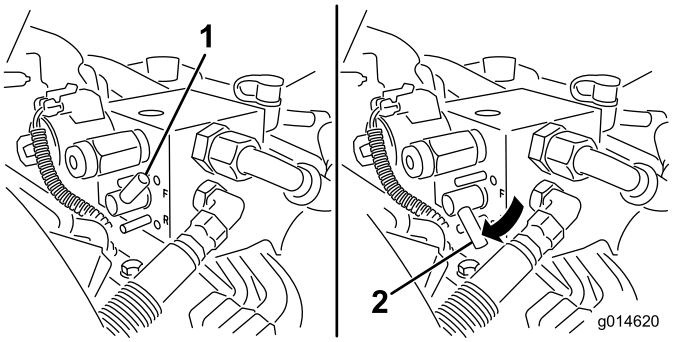

**Figuur 50**
5. Draai de wethendel naar ACHTERUIT (R) (Figuur 50).